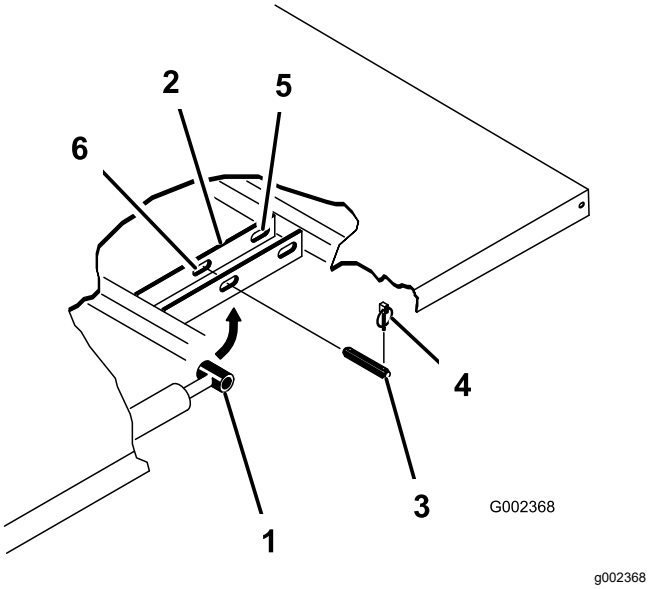

Figur 34
3. Ta bort hjulsprintarna från de yttre ändarna av cylinderstavens sprintbultar (Figur 34).
4. Ta bort sprintbultarna som håller fast cylinderstavsändarna vid flakets fästplattor genom att trycka bultarna inåt (Figur 34).
5. Ta bort hjulsprintarna och sprintbultarna som håller fast tappfästena vid ramens kanaler (Figur 34)